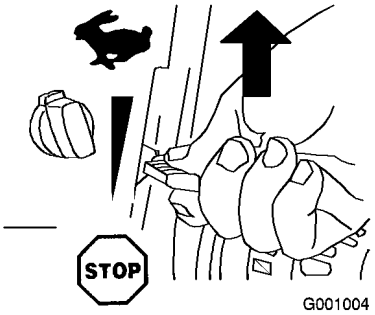

Bild 25
2. Stellen Sie den Gasbedienungshebel auf Schnell (Bild 25).